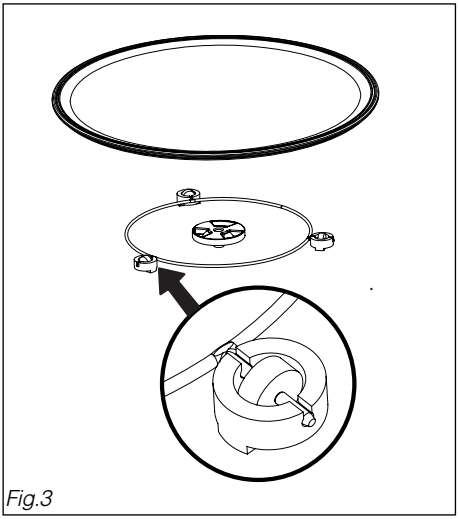

Fig.3
• *Le plateau tournant* (fig3):
Le support avec axe d'entraînement : guide le plateau tournant en verre dans sa rotation (Fig.3).
Les roulettes du support : Les roulettes doivent être positionnées dans le bon sens (détail Fig.3).